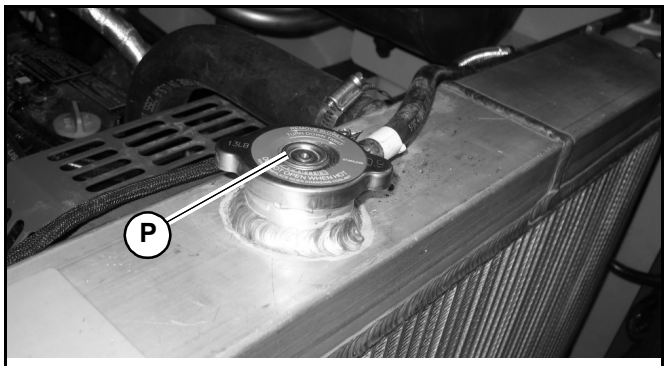

Fig. 91 – Radiator Cap
5. Slowly loosen radiator cap (P, Fig. 91) and allow pressure to escape. Remove cap.